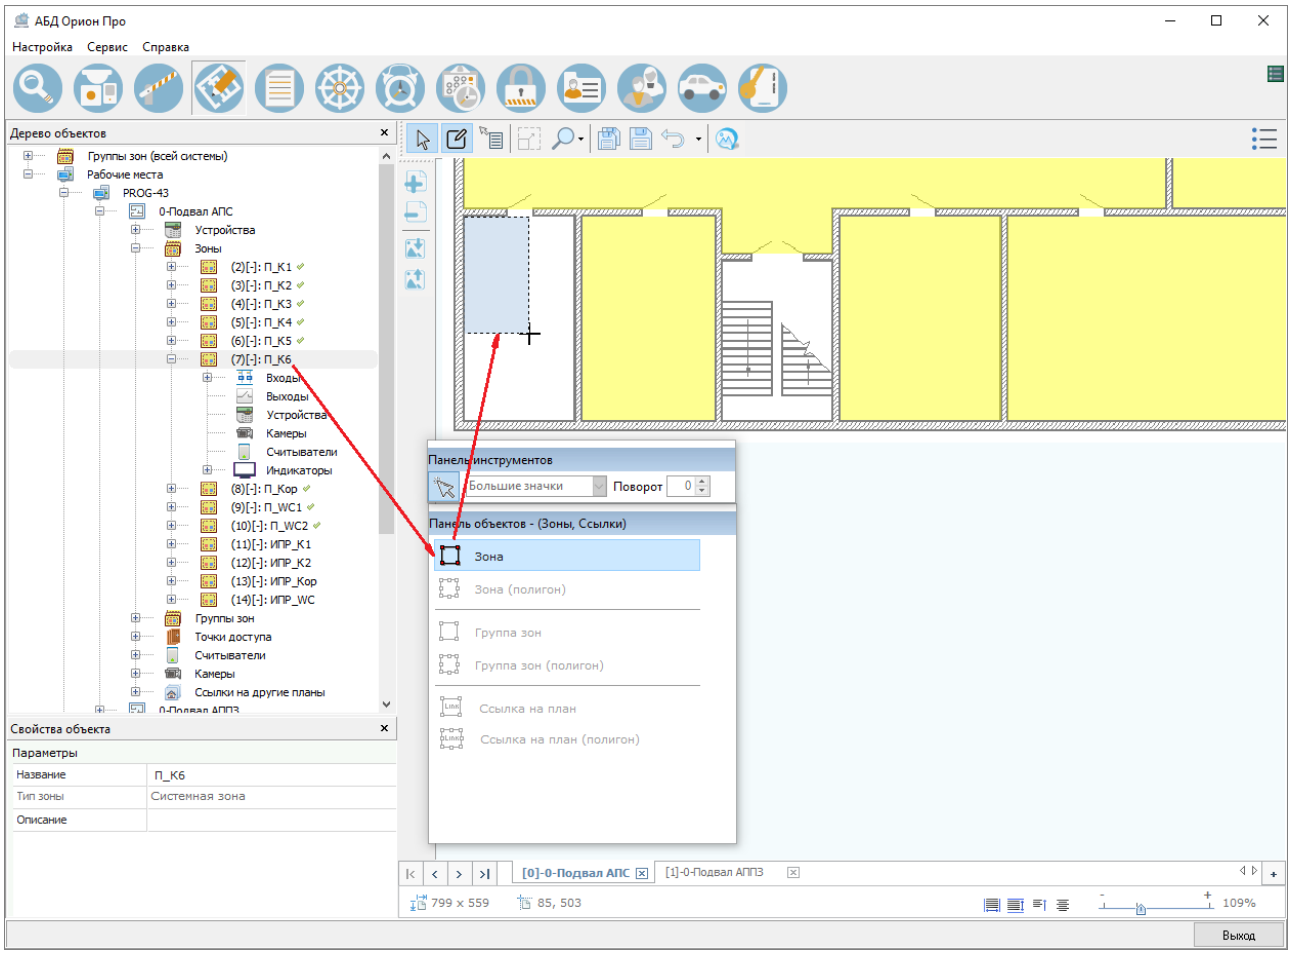
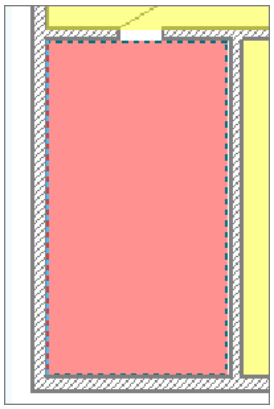

Рисунок 6-576 Визуализация объекта "Зона" при помощи прямоугольника
Рисунок 6-577 Область, заданная прямоугольником
- если в панели визуализации объектов «Зоны, Ссылки» выбран вариант вида , то нажмите левой клавишей мыши в том месте области рисования, где будет находиться одна из вершин размещаемого на плане прямоугольника, и, удерживая левую клавишу мыши нажатой, переведите курсор в то место, где будет располагаться противоположная вершина прямоугольника (см. Рисунок 6-576), после чего отпустите левую клавишу мыши. В результате в области рисования появится область, заданная прямоугольником (см. Рисунок 6-577).